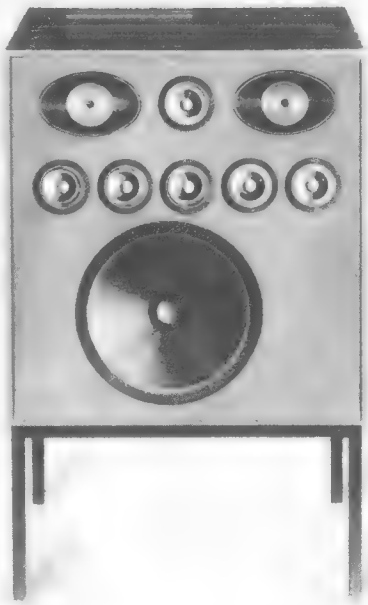

Bild 1. Grundig-Hi-Fi-Box 100, Abdeckung entfernt
Mit zehn Röhren und fünfzehn Dioden ist der Hi-Fi-Stereo-Tuner RT 50 von *Grundig* ausgerüstet. Bei Licht besehen enthält sein 39 cm × 27 cm × 15 cm großes Flachbaugehäuse zwei völlig getrennte Empfangsteile für UKW und für Mittelwelle. Beide konnten deshalb optimal und kompromißlos ausgelegt werden. Bei UKW (FM) steht eine abschaltbare Scharfabstimmung zur Verfügung, wobei pegelgesteuert beim Durchdrehen die Lautsprecher des angeschlossenen Verstärkers stumm bleiben. Eine Anzeigelampe meldet, ob der eingestellte Sender Stereo- oder Monoprogramm ausstrahlt. Der Mittelwellen-AM-Teil enthält eine abschaltbare Ferritantenne und einen Bandbreitenumschalter. – Im gleichen Gehäuseformat erscheint der zugehörige Verstärker SV 50. Er ist mit 27 Transistoren bestückt und liefert je Kanal 2 × 25 W Spitzenleistung. Seine elektrischen Daten lassen internationale Hi-Fi-Werte erkennen (Klirrfaktor bei Vollast unter 0,5 %, Frequenzbereich 20 bis 20 000 Hz), wozu der transformatorlose Ausgang nicht unwesentlich beiträgt. Sieben Tasten besorgen die Eingangs- sowie die Mono-Stereo-Umschaltung, vier weitere bedienen Rausch-, Rumpel- und Präsensfilter. Neben den vier Einstellern für Lautstärke, Bässe, Höhen und Balance ist ein fünfter für ein anschließbares Hallgerät vorgesehen (siehe auch den Beitrag auf Seite 536 dieses Heftes). Zur Wiedergabe dienen wahlweise zwei Boxen Typ 70 oder 100. Die Zahl gibt dabei das Volumen in Litern an. *Bild 1* zeigt das Modell 100 (Frontbespannung entfernt), das nicht weniger als neun Lautsprechersysteme enthält.